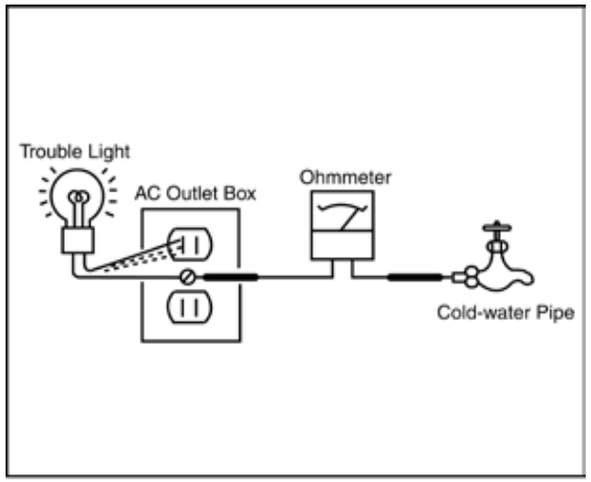

Figure 3. Checking for earth ground.
3) If a cold-water pipe is not accessible, connect a 60- to 100-watt trouble-light (not a neon lamp) between the hot side of the receptacle and the retaining screw. Try both slots, if necessary, to locate the hot side on the line; the lamp should light at normal brilliance if the screw is at ground potential (see Figure 3).